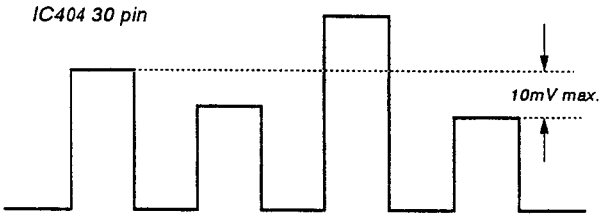

Fig. 16
4) Using CHROMA NTSC 358 NOR, adjust so that the tops of the waveform line up as in the diagram below. (Fig. 16)
2) Adjust CHROMA NTSC 358 ACC OFF in the same manner as 8.-4 above. (Fig. 16)